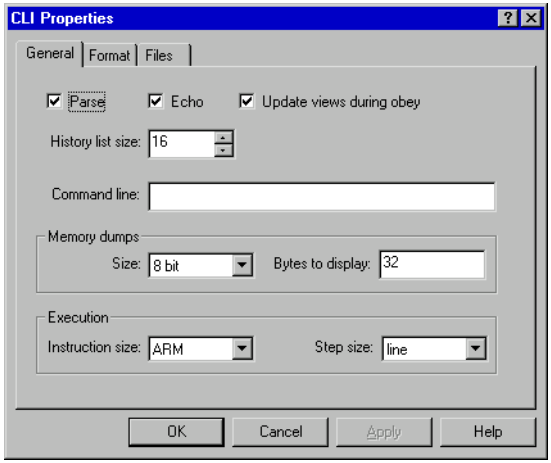

Figure 5-87 Command Line Interface Properties dialog, General tab
- **General**, shown in Figure 5-87
Figure 5-87 shows the CLI Properties dialog with the default **General** tab selected.